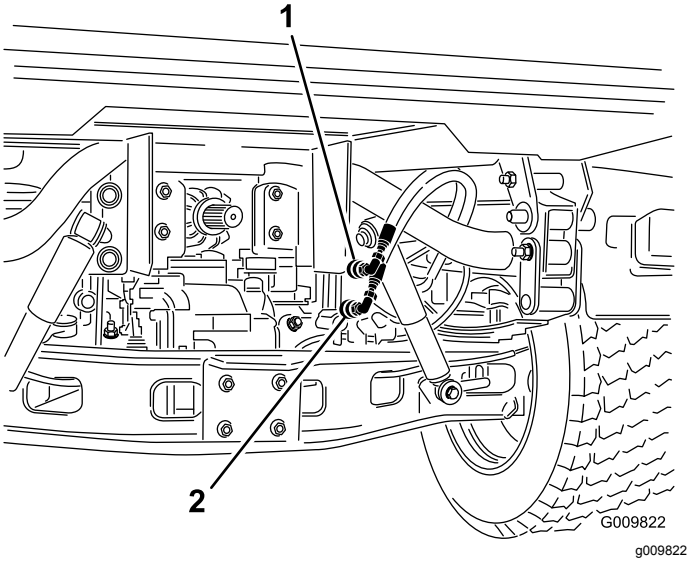

图73
2. 在两台机器上都要从固定至联轴器支架的软管断开 2 个快速联轴器软管图73。